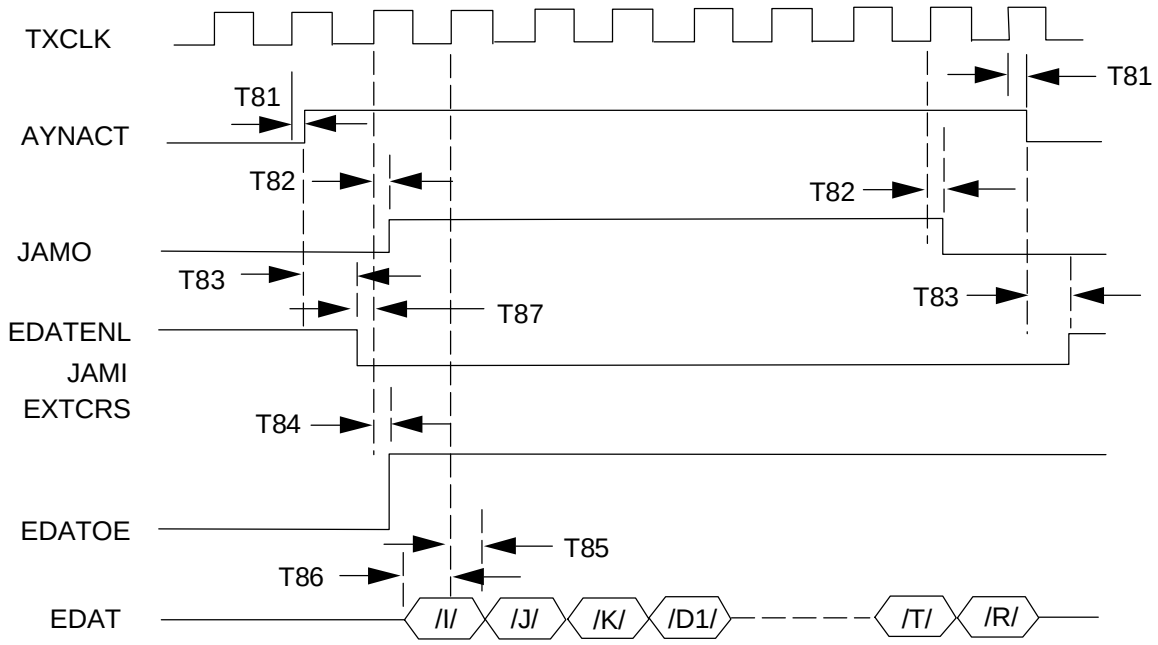

Figure 9-9 Expansion Port Timing Relationship
If the external arbitor cannot generate EDATENL signals within 35 ns form TXCLK rising edge (or 17 ns after ANYACT is asserted in figure 9-9) for some reason, EDAT has to be delayed by one TXCLK cycle. Consequently, the longer the delay time changes the repeater from Class II to Class I. A 7ns PAL is suggested to be used for external arbitor to minimize the delay.
4. P.38 : Figure 9-9, EDAT to TXCLK setup/hold time and EDATENL to TXCLK rising edge setup time are added.